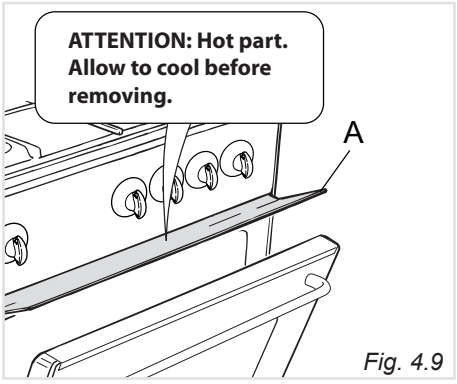

Fig. 4.9
4. Do not close completely the oven door. The grill must always be used with the oven door slightly open and with shield "**A**" mounted (fig. 4.9). See specific instructions in the section 'USE OF THE GRILL'.
Do not close completely the oven door. The grill must always be used with the oven door slightly open and with shield "**A**" mounted (fig. 4.9). See specific instructions in the section 'USE OF THE GRILL'
Very important: the grill must always be used with the oven door slightly open and with shield "A" mounted (fig. 4.9)
Very important: the rotisserie must always be used with the oven door slightly open and with shield "A" mounted (fig. 4.9).